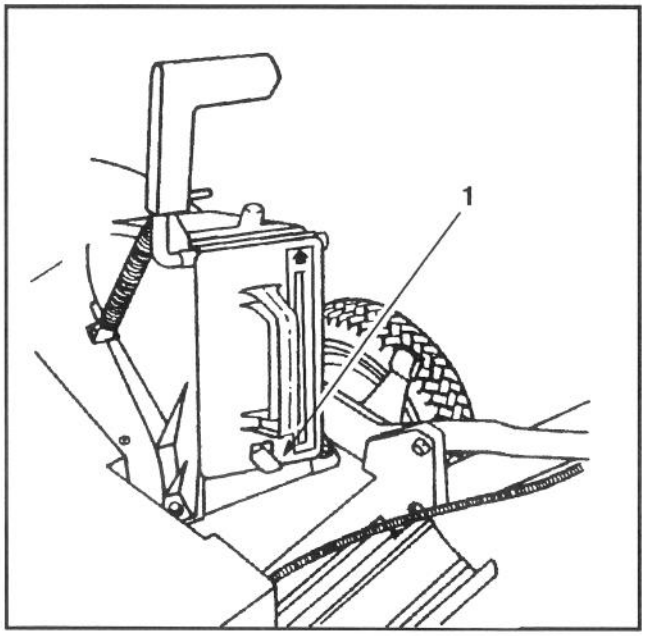

Abb. 3
4. Schieben Sie den Mulchstöpsel ganz hinein bis die federnde Klemme am unteren Ende einrastet, wodurch der Mulchstöpsel im Auswurftunnel fest verankert wird (Abb. 3). Lassen Sie den Griff der Auswurftür los, um das obere Ende vom Mulchstöpsel zu verankern.